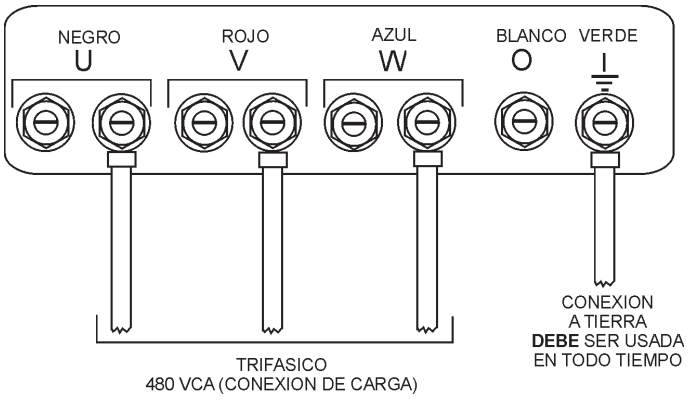

**Figura 27. Contactos de la terminales UVWO conexiones 1Ø-480V**
2. Conecte los cables de carga a las terminales UVWO como se muestra en la Figura 27.